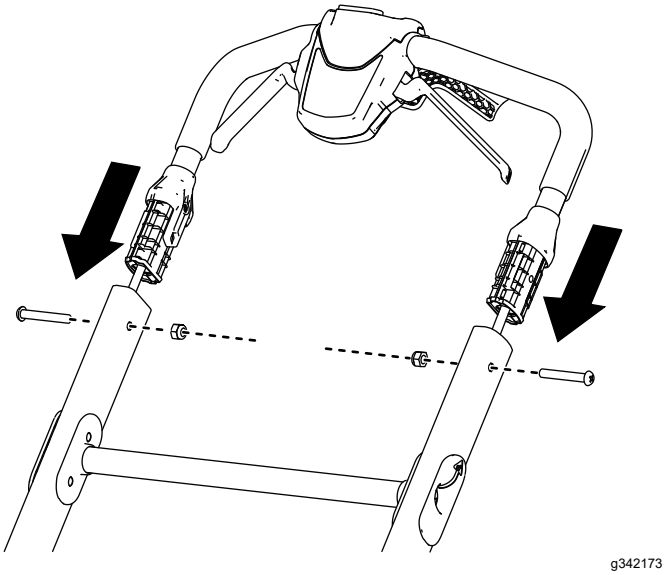

Figuur 4
1. Monteer de bovenste handgreep aan de onderste handgreep en bevestig deze met 2 bouten en 2 borgmoeren zoals getoond in Figuur 4.